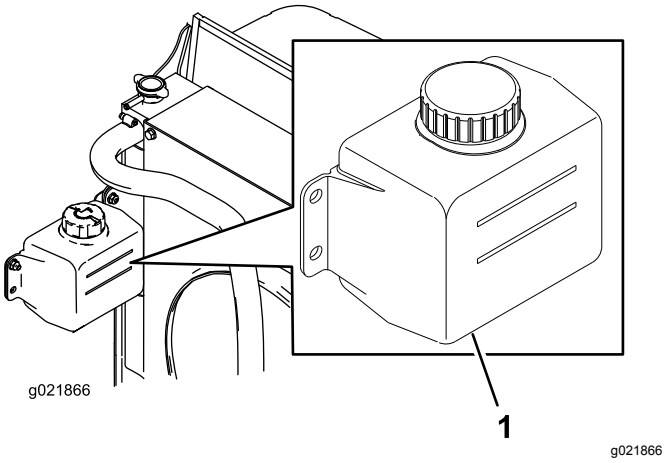

Figur 93
1. Kontroller kølevæskestanden i ekspansionsbeholderen (Figur 93).